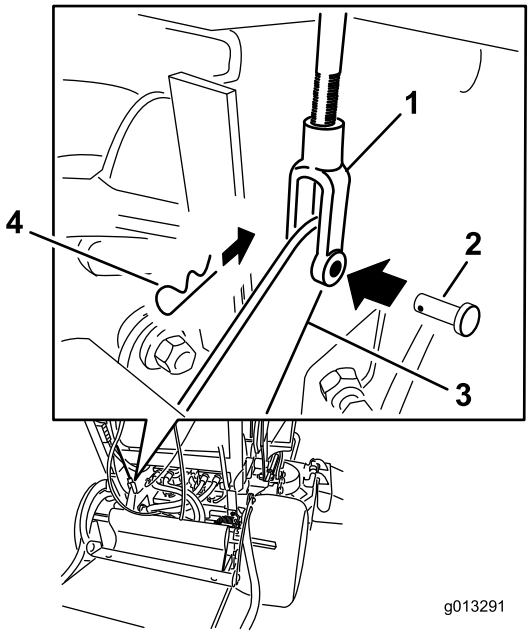

Figura 64
4. Para ajustar el freno, retire el pasador y la chaveta de la palanca de freno inferior y la horquilla (Figura 64).
7. Sujete la horquilla a la palanca de freno inferior con el pasador y la chaveta (Figura 64).